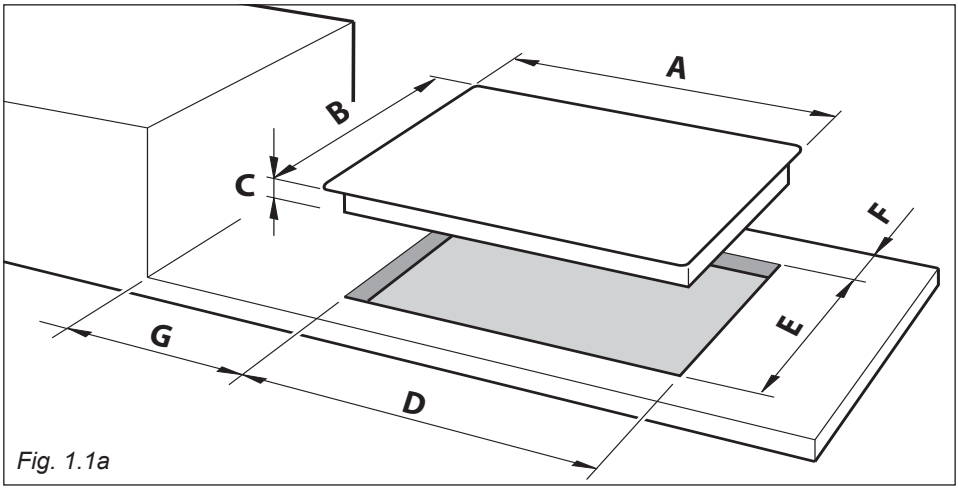

Fig. 1.1a
Lav en udskæring i bordpladen iht. målene i fig. 1.1a, og sørg samtidigt for, at nedenstående overholdes:
- Der skal være en min. afstand mellem kogepladen og sidevægge på 200 mm iht. fig. 1.1a og 1.1b.
- Der skal være en min. afstand mellem bagvæggen og kogepladen på 60 mm iht. fig. 1.1a.
- Foretag udskæringen i køkkenbordpladen som vist på fig. 1.1a.